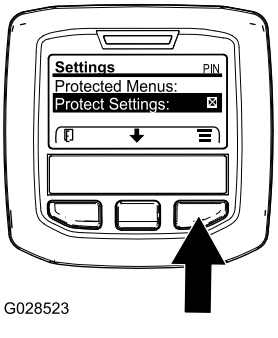

**Рисунок 32**
1. В Main Menu (Главном меню) с помощью средней кнопки прокрутите меню вниз к пункту Settings Menu (Настройки), и нажмите правую кнопку (Рисунок 32).